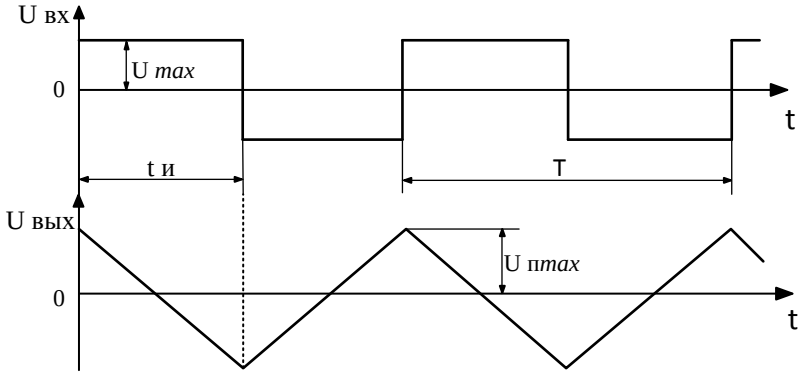

Рис. 10
При периодическом прямоугольном входном сигнале напряжение на выходе интегратора имеет пилообразную форму с амплитудой $U_{пm}$ (рис. 10).
В реальной схеме интегратора вследствие дрейфа нуля ОУ сигнал на выходе $u_{вых}$ оказывается смещенным относительно нуля. Для получения симметричного сигнала $u_{вых}$ относительно нуля примем $U_{пm} = U_{вых.max}$ и найдем требуемую амплитуду прямоугольного входного сигнала U_m. Для интервала времени t_u (рис. 10) подставим в уравнение (1): $u_{вых}(t) = - U_{пm} = - U_{вых.max}$; $t = t_u = T/2$; $U_{вх} = U_m$; $U_{вых}(0) = U_{пm} = U_{вых.max}$, тогда
б) исследовать работу интегратора в режиме генератора пилообразного напряжения (рис. 10). Для этого на функциональном генераторе установить прямоугольное знакопеременное напряжение с заданной частотой f и амплитудой U_m, рассчитанной в п 2.1.в. Напряжение на входе $u_{вх}$ и на выходе $u_{вых}$ контролировать при помощи программы Delta Profi вкладка Осциллограммы. Для этого запустить программу, в левом верхнем углу в окне программы выбрать меню «Работы». Одинарный щелчок левой кнопкой мыши приводит к появлению контекстного меню, в котором надо выбрать раздел «Основы электроники (мини)». В появившемся списке работ выбрать «Работа. Исследование интегратора и активного фильтра», далее выбрать «Исследование интегратора».
При необходимости подстроить потенциометром RP1 амплитуду U_m знакопеременного прямоугольного сигнала так, чтобы пилообразный выходной сигнал интегратора стал симметричным относительно нуля с амплитудой $U_{пт} = U_{вых.max}$ (рис. 10). Зарисовать осциллограммы $u_{вх}(t)$ и $u_{вых}(t)$. Сравнить полученные результаты с расчетом по значениям U_m, f, $U_{пт}$;